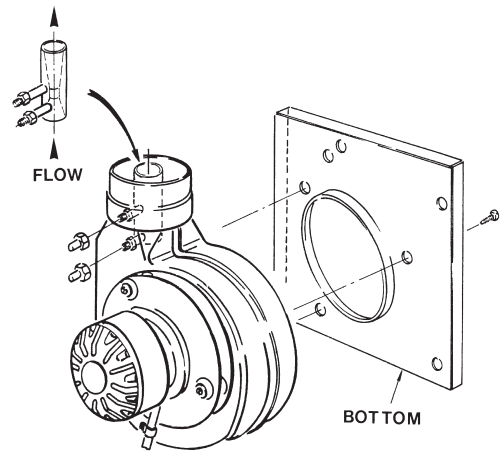

Fig. 25
- Transfer the pressure sensing Venturi from the old fan to the new one, ensuring that it is fitted in the correct direction as shown in fig. 25.